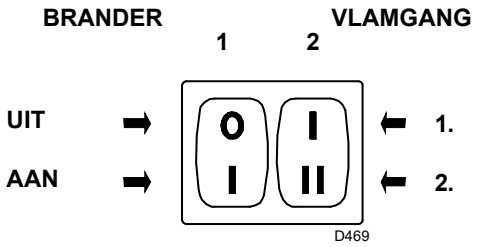
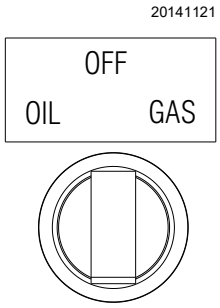

Afb. 30
Afb. 31
Houd de brander in werking in de 1ste vlamgang door de schakelaar 2)(Afb. 30) in positie 1ste vlamgang te zetten. De regeling van de luchtklep van de ventilator wordt verkregen door de oranje hendel van de servomotor te gebruiken (“Regeling servomotor” op pag. 31).
Zet de schakelaar 2)(Afb. 30) in positie 2de vlamgang. De regeling van de luchtklep van de ventilator wordt verkregen door de oranje hendel van de servomotor te gebruiken, (“Regeling servomotor” op pag. 31).
Ontsteek de brander door de afstandsbedieningen te sluiten en met de schakelaar 1)(Afb. 30) in positie **“AAN”** en met de keuzeschakelaar van de brandstof in positie “**OIL**” (Afb. 31).
Wanneer er stookolie lekt uit schroef 3) (Afb. 23 op pag. 22) is de pomp aangezogen. De brander stoppen: schakelaar 1)(Afb. 30) in positie "**UIT**” en draai de schroef 3) vast.
- ➤ zet de schakelaar 1)(Afb. 30 op pag. 28) in positie "**BRANDER AAN**";
- ➤ zet de schakelaar 2)(Afb. 30 op pag. 28) in positie "**1ste VLAMGANG**":
Zet de schakelaar 2)(Afb. 30) in positie 2de vlamgang: de servomotor opent de luchtklep op de afgestelde waarde voor de stookolie e bedient de opening van het gasventiel van de 2de vlamgang VR2.
Zet de schakelaar 2)(Afb. 30) in positie 1ste vlamgang: de servomotor sluit de luchtklep op de afgestelde waarde voor de stookolie e bedient de opening van het gasventiel van de 1ste vlamgang VR1.